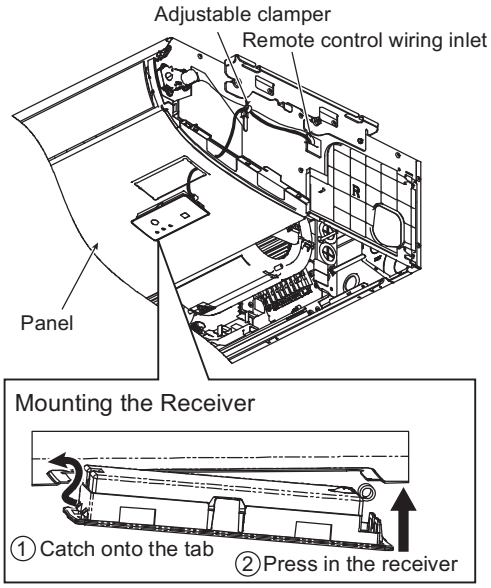
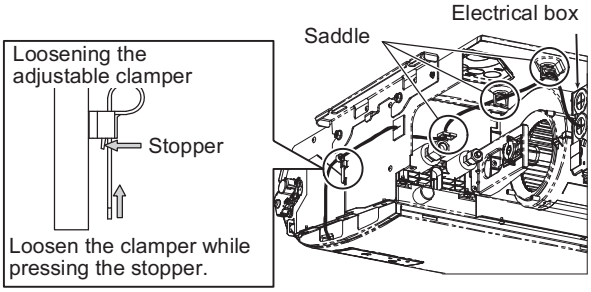

Fig. 8-38
Fig. 8-39
(3) Route the remote control wiring through the panel, and mount the receiver into the panel holes. (Fig. 8-38)
(4) Route the remote control wiring through the adjustable clamper, and draw in the wire from the remote control wiring inlet to the inside of the indoor unit. (Fig. 8-38) (See Fig. 8-39 for how to loosen the adjustable clamper.)
(5) Route the remote control wiring through the three saddles, and draw the wire into the electrical box. (Fig. 8-39)